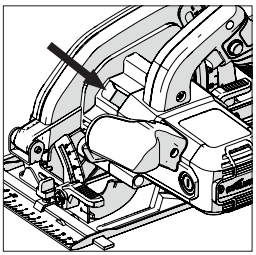

Rys. 3
- Należy zlokalizować przycisk blokady wrzeciona (znajdujący się w podobnym miejscu we wszystkich urządzeniach). Wrzeciono należy zablokować przy pomocy przycisku blokady. **(Rys. 3).**